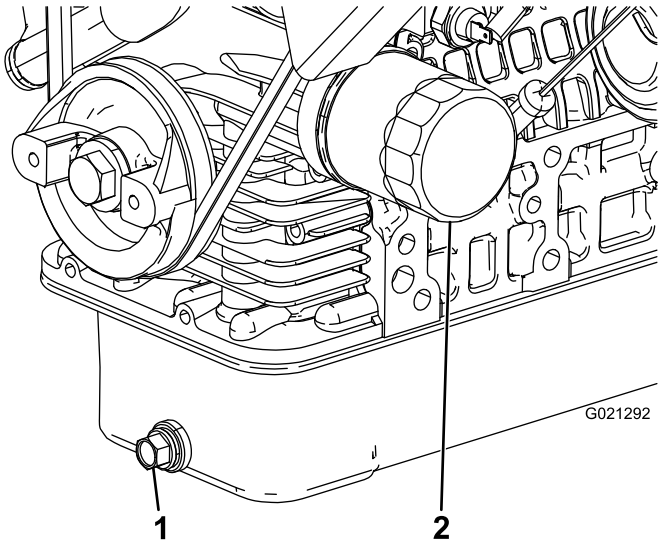

**Figur 45**
2. Fjern aftapningsproppen, og lad olien flyde over i aftapningsbeholderen (Figur 45).
4. Fjern oliefilteret (Figur 45).